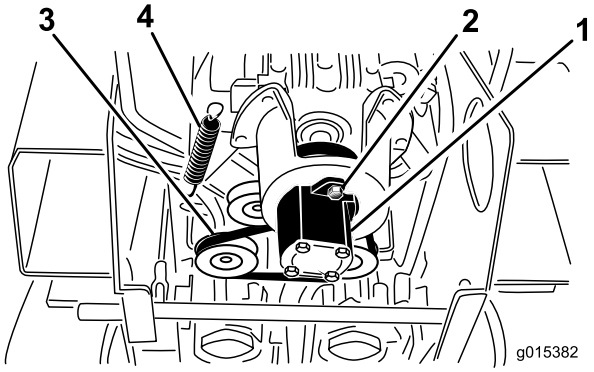

**Figur 52**
5. Lossa de 2 pumpskruvarna (Figur 52).
6. Vrid pumpmätaren medurs och låt den falla bort från skivan (Figur 52).
7. Använd en fjäderdragare (kontakta en auktoriserad serviceverkstad) eller styv metallkrok och dra av mellanremsskivans fjäderände från fjäderbulten så att remmen inte är spänd (Figur 52).